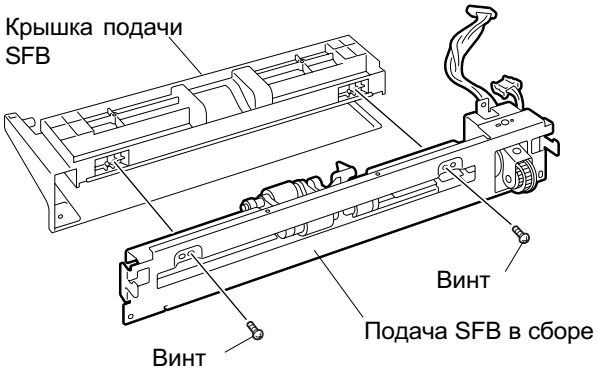

Fig. 6-14
4. Снимите ролик подачи SFB в сборе. (см. Fig. 6-14 и 6-15)